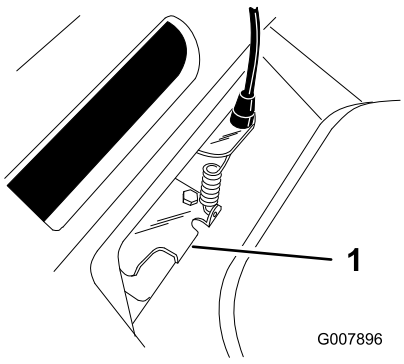

Figuur 26
5. Duw de lip van de riemgeleider omlaag totdat hij tegen de maaimachine aankomt en houd hem in die stand (Figuur 26).